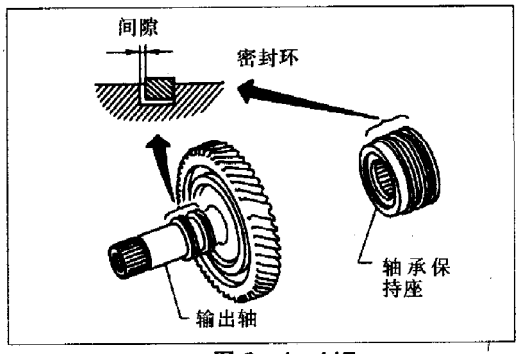

图 5-4-117
b. 见图 5-4-117，测量输出轴上密封环与环槽间隙。标准值：0.10~0.25mm；允许极限值：0.25mm。